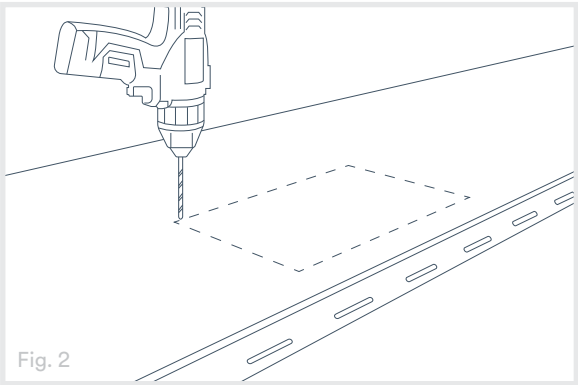

Fig. 2
3. When using a jigsaw drill a 1/2" hole in the corner of the required opening (Fig. 2)